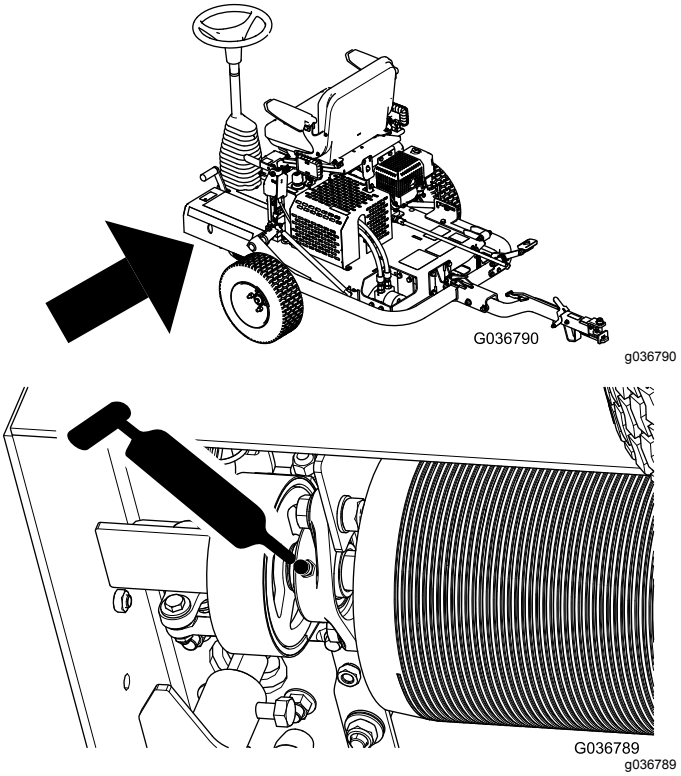

Figur 25
3. Pumpa in fett i smörjnippeln enligt Figur 25.